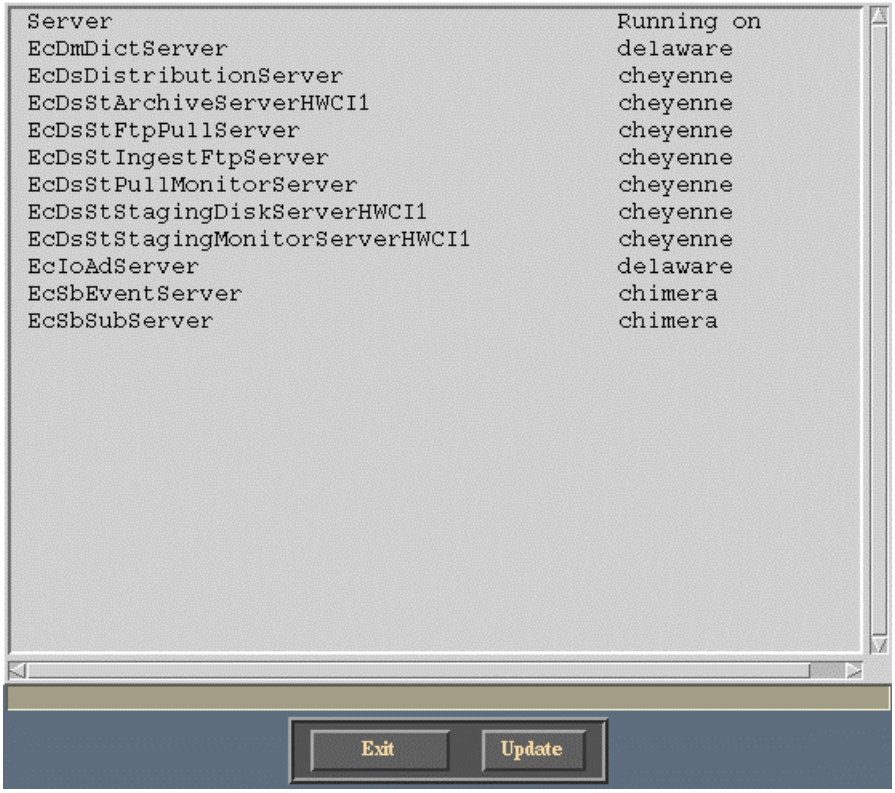

Figure 3.7-4. cdsping GUI
- This will invoke the ECS Monitor (cdsping) GUI as indicated in Figure 3.7-4.